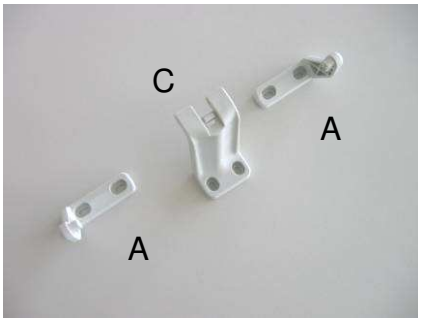

Figure 8
c) Use brackets “A” and hinge “C” (Fig.8).